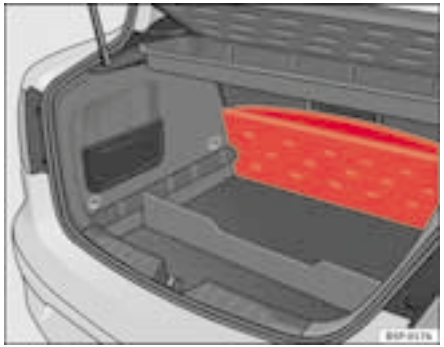

Fig. 103 Foldable luggage compartment cover
– Lift the luggage compartment floor and fold it back all the way ⇒ fig. 103.